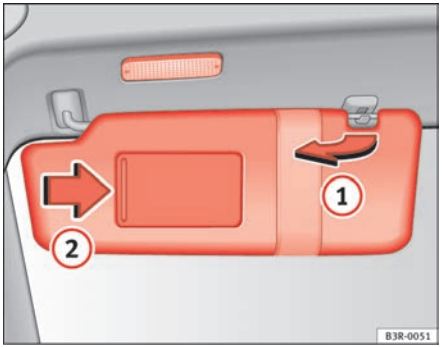

Fig. 97 Sun visor
The sun visors (1) for the driver and the front passenger can be pulled out of their mountings in the centre of the vehicle and turned towards the doors ⇒ fig. 97.